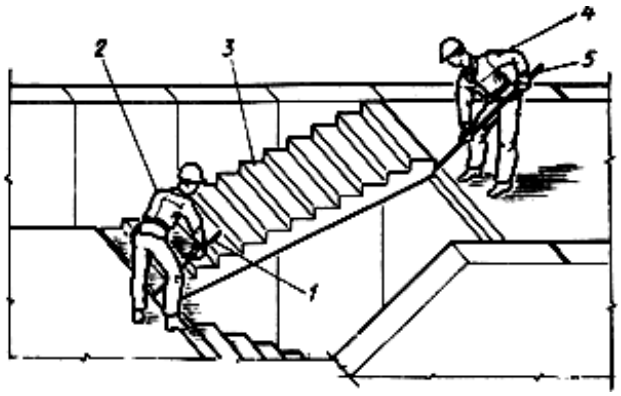

Рис.9. Схема выверки лестничного марша
8. При наличии больших отклонений рабочий, выполняющий монтажные работы, старший в звене и рабочий, выполняющий монтажные работы монтажными ломами *5* исправляют положение марша и проводят проверку повторно (рис.9).